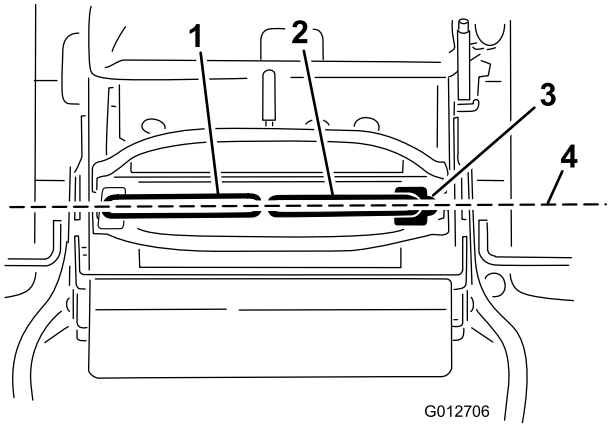

Figur 70
Viktigt: Kontrollera att klipparens spårning är korrekt när rörelsereglagen har justerats. Justera spårningen och rörelsereglagespakarnas inriktning framifrån–bakåt är samma sak (Figur 70).
1. När den horisontella inriktningen är färdig kontrollerar du inriktningen framifrån–bakåt genom att trycka rörelsereglagen lite framåt så att rörelsereglagens länkage sträcks (Figur 70).